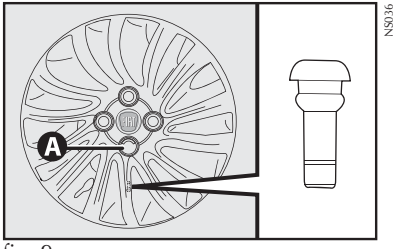

fig. 9
9) Colocar a calota cuidando para que o símbolo ⚲, na parte interna, fique em correspondência com a válvula, e dessa maneira o furo maior da calota **A-fig. 9** passe pelo parafuso já fixado;